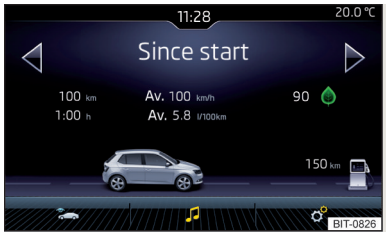

Fig. 132
- Presionar la tecla CAR, se visualiza en el menú principal con las siguientes superficies funcionales » fig. 132.